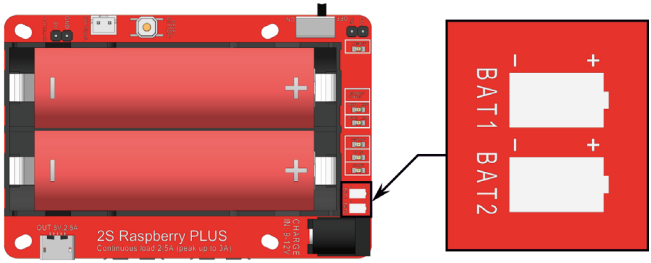

Рис. 3.1
1.При установке аккумуляторов необходимо соблюдать полярность. Метки «+» и «-» на аккумуляторах должны совпадать с соответствующей маркировкой на плате (Рис. 3.1). Настоятельно рекомендуется использовать пару аккумуляторов одной и той же емкости для того, чтобы процессы их разряда и заряда протекали одинаково. В случае различной емкости батарей аккумулятор меньшей емкости будет разряжаться быстрей и автоматика индикации и защиты от низкого заряда будет работать некорректно. Все это приводит к ускоренному износу батарей.